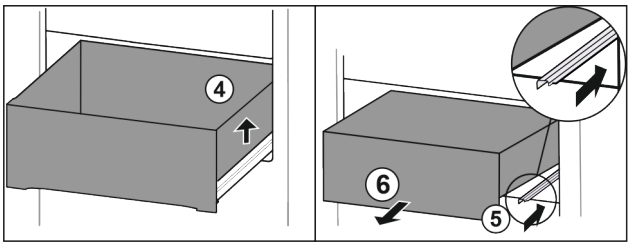

Fig. 107
▶ Schubfach rechts anheben. *Fig. 107 (4)*
▶ Rechte Schiene einschieben. *Fig. 107 (5)*
▶ Schubfach nach vorne entnehmen. *Fig. 107 (6)*